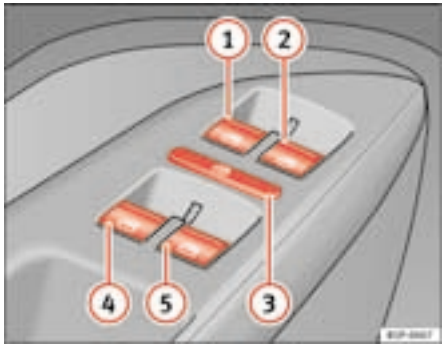

Fig. 68 Detail of the driver's door: controls for front and rear electric windows
The buttons ⇒ page 106, fig. 68 (1) and (2) have two levels for opening the window and two for closing it. This makes it easier to open or close windows to the desired position.